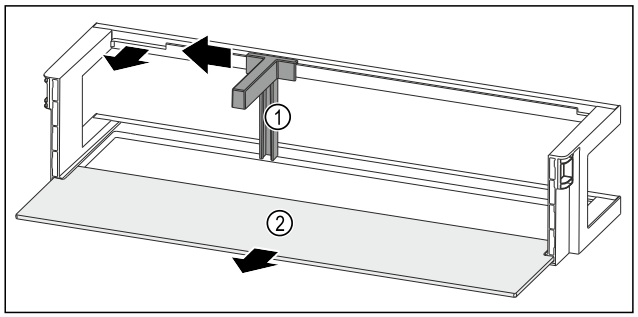

Fig. 57 Dørhylle med flaskeholder og oppstillingsplass
- ▶ Skyv flaskeholderen *Fig. 57 (1)* frem til fordypningen til side.
- ▶ Fjern flaskeholderen *Fig. 57 (1)*.
- ▶ Fjern oppstillingsplassen *Fig. 57 (2)*.